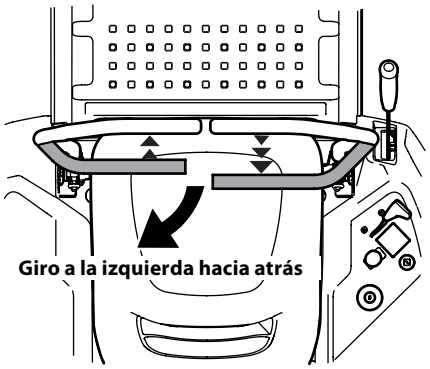

Figura 3-8
1. Para girar a la izquierda mientras se desplaza marcha atrás, mueva la palanca de control del lado izquierdo hacia adelante respecto de la palanca derecha. Consulte la Figura 3-8.